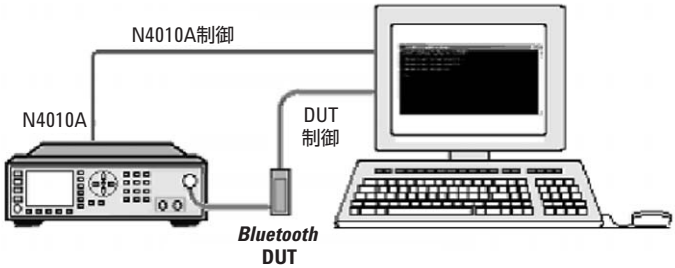

図6. オーディオ・プロファイルを使用したBTオーディオ・テストのためのセットアップ
*Bluetooth*オーディオをテストするもう1つの方法は、手順を記述したプロファイルを使用する方法です。このプロファイル・テストのセットアップを図6に示します。